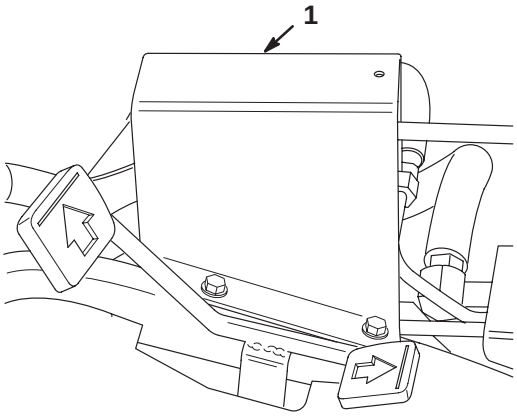

**Figure 45**
**1.** Place 1, 2, and 3 spools in neutral (center of travel) and remove the transfer rod guard from the foot panel (Fig. 45).